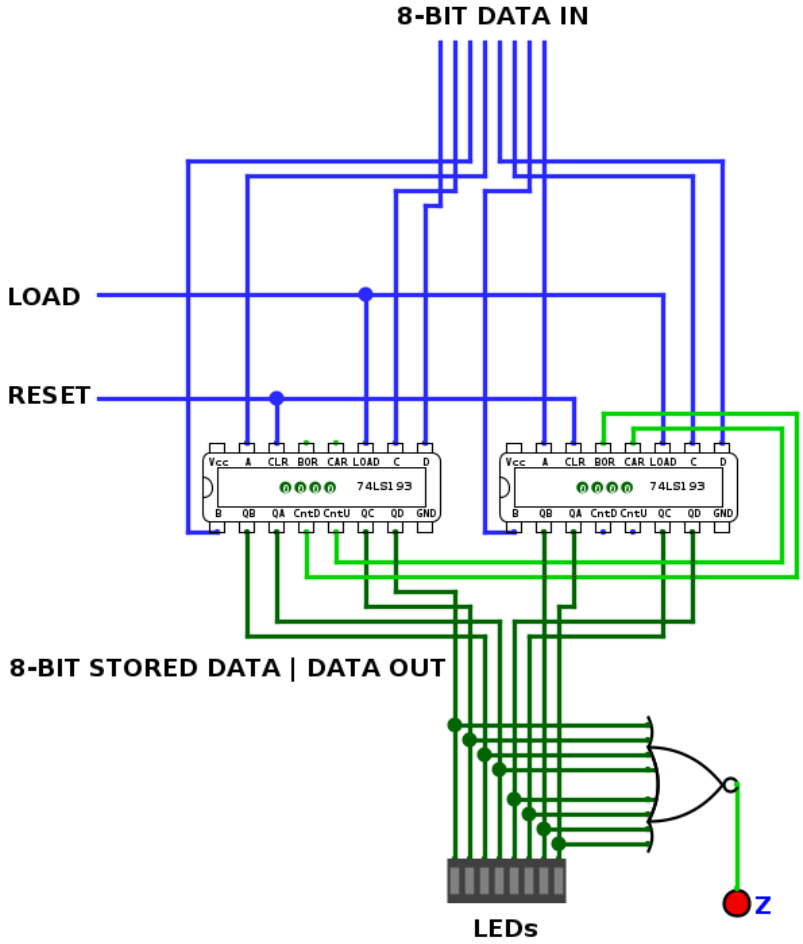

Figure 10: Data, and Loop-Skip Register Implementation (5.1.7)
Data register is a 8-bit valued flip-flop with both increment and decrement functionality. Therefore, we used 74LS193 chip. One essential property of the data register is that it also outputs a so-called zero flag (Z), which is 1 only if stored value is 0. The latter ability is implemented using OR gates and direct connection to stored bits. (see figure 10)
Fundamentally, from the inner-circuit perspective loop-skip register (LS-R) has entirely the same implementation as the data-register (D-R): storage capacity of 8 bits, increment and decrement facilities, along with loop-flag[5]. (refer to figure 10)